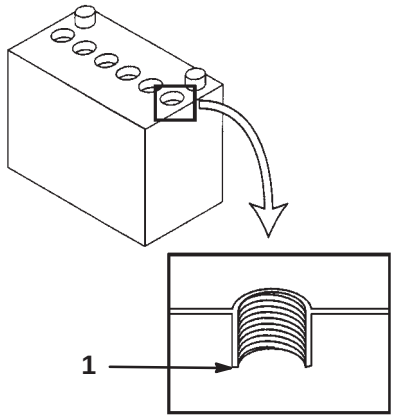

Bild 52
3. Heben Sie den Zellendeckel ab, um in die Zellen sehen zu können. Der Füllstand muss sich beim unteren Teil des Röhrchens befinden (Bild 52). Der Säurestand darf nicht unter die Oberseite der Platten abfallen.
2. Heben Sie den Zellendeckel ab (Bild 52).
3. Gießen Sie langsam destilliertes Wasser in jede Batteriezelle, bis der Füllstand den unteren Teil des Röhrchens erreicht (Bild 52).